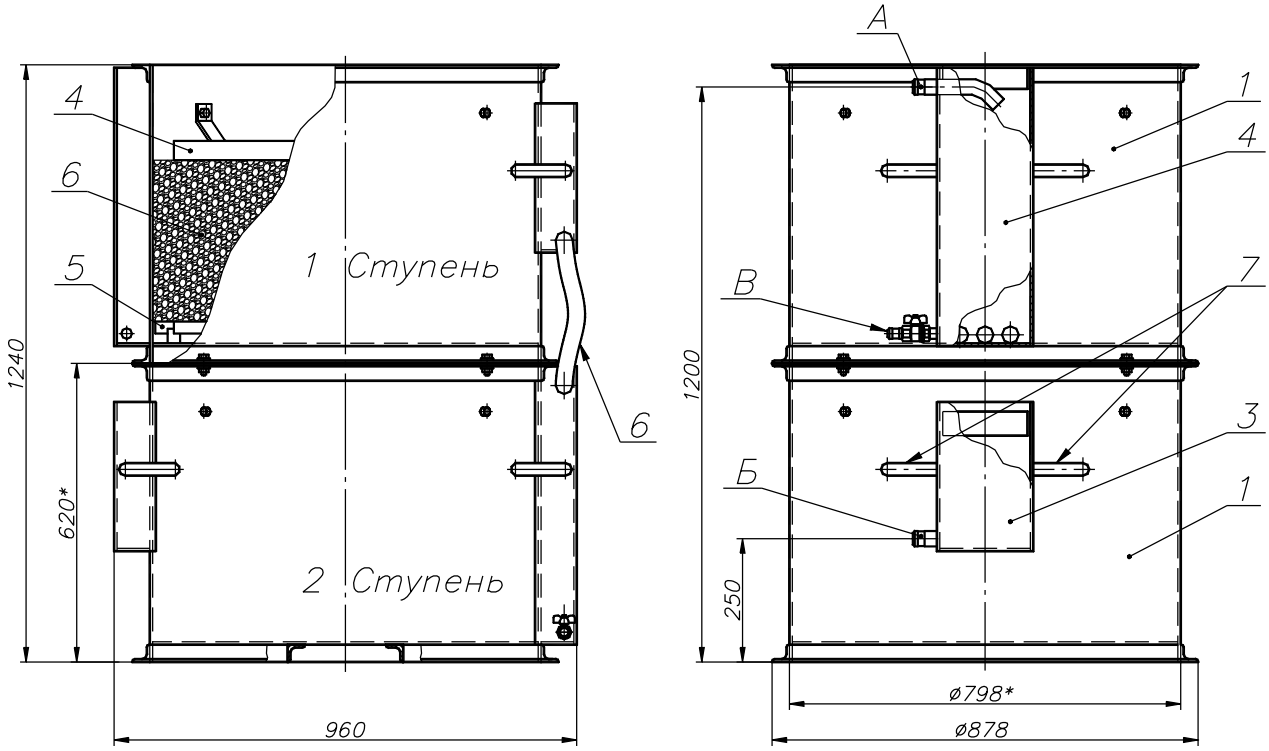

Рис. 1. Фильтр сорбционный двухступенчатый «ФСД-2».
Габаритные и привязочные размеры – см. рис. 1; диаметры патрубков – см. таблицу 3.
* **Позиции по рис.1.**
4. Устройство и принцип действия (рис. 1).